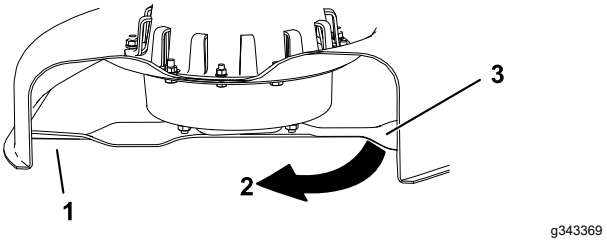

Figur 31
3. Målt afstand mellem skærekniven og overfladen (A)
4. Drej samme skærekniv 180 grader, så den modsatte skærekant nu befinder sig i samme position (Figur 31).